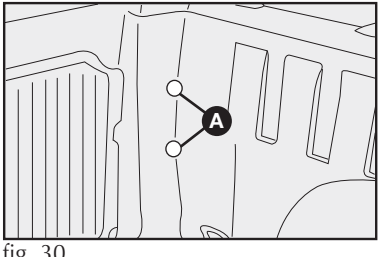

fig. 30
1) remover as tampas de borracha **A-fig. 30**, para ter acesso aos parafusos de fixação da lanterna.